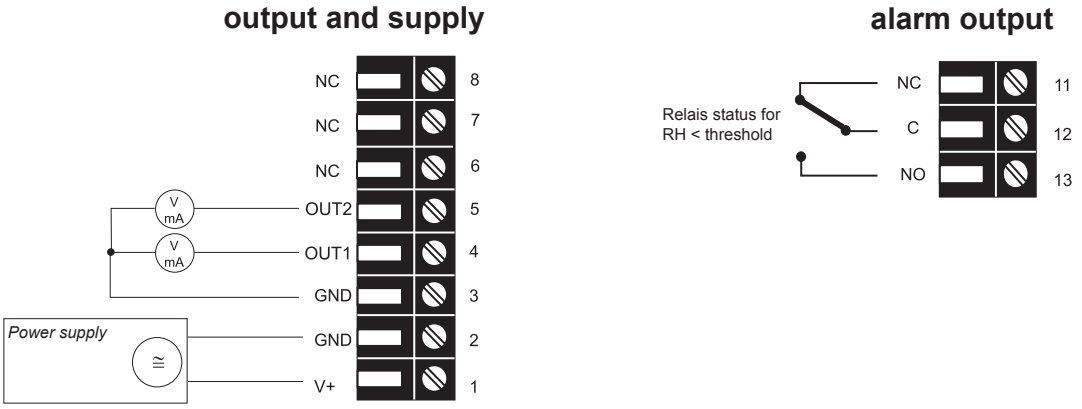

Fig. 10 Connection diagram
3. Wire the terminals inside the back cover according to „Fig. 10 Connection diagram“ on Page 12.